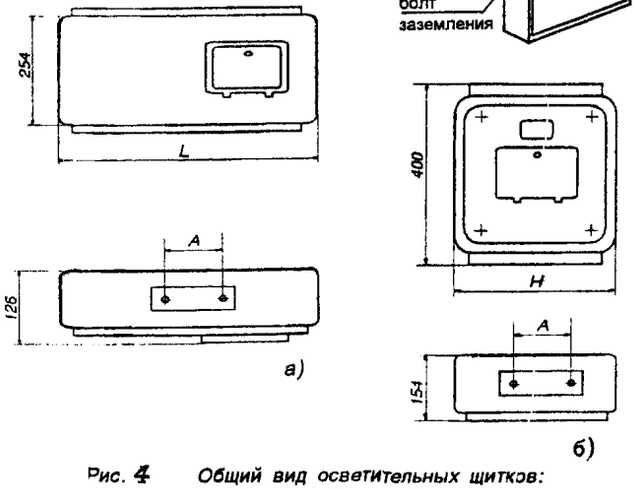

Рис. 4 *Общий вид осветительных щитков:*
2. Щитки ОП(ОПВ)служат для приема и распределения электрической энергии и защиты от перегрузок и токов короткого замыкания групповых линий в сетях с глухозаземленной нейтралью при напряжении 380/220 В. Щитки комплектуются автоматическими выключателями типа АЕ 1031 на отходящих линиях. Номинальный ток расцепителя, одинаковый для всех автоматических выключателей одного щитка, 16, 20 или 25 А (указывается при заказе) Ввод и вывод проводов осуществляется через верхнюю и нижнюю съемные крышки. Наибольшее число и сечение жил проводов, присоединяемых к одному вводному зажиму, 2х50 мм^2. Устанавливаются щитки на стене(см. рис.4). Номинальный ток от 25 до 100 А. Степень защиты IP30 по ГОСТ 14254-96.